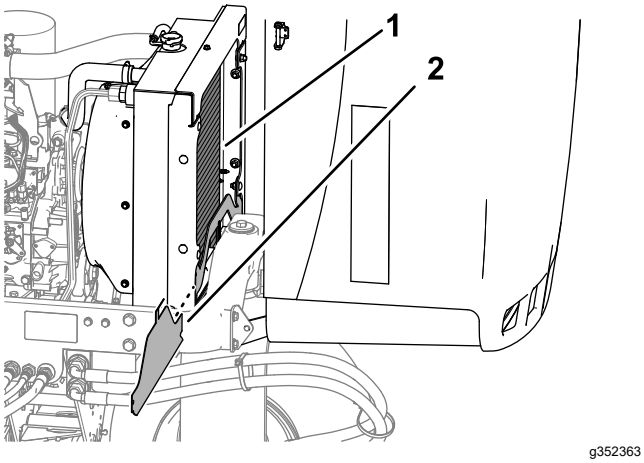

Figuur 78
4. Verwijder het onderste radiateurscherm (Figuur 78).
5. Reinig beide zijden van de omgeving van de radiateur grondig met water of perslucht (Figuur 78).